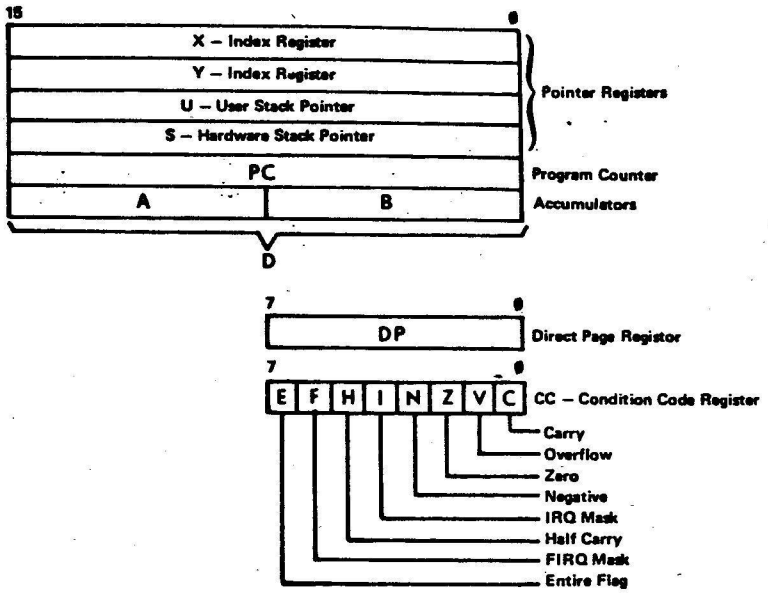

FIGURE 3. PROGRAMMING MODEL OF 6809E CPU
Figure 3 shows the programming model of the 6809E CPU. A and B are the two 8-bit accumulators. They are used for arithmetic operations and data manipulation. Also A and B may be combined to form the 16-bit register D, with A as the most significant byte. The Program Counter (PC) is used primarily for the CPU to keep track of its location in memory. X and Y are both 16-bit index registers. They are used by software to point to certain data or program segments in memory. The Hardware Stack Pointer (S) is used by the processor during subroutine calls and interrupts. Also available in the 6809E is the User Stack (U) which has all of the flexibility of the Hardware Stack, and is controlled exclusively by the programmer. In addition to all of the pointers and registers the 6809E also has a Direct Page Register (DP) and a Condition Code Register (CC). The Direct Page Register contents are used as the upper 8 bits of address when the direct addressing mode is used. This allows the direct mode to be used any place in memory. The Condition Code contains all of the arithmetic flags plus the mask bits for IRQ* and FIRQ*. These arithmetic flags are used to control all of the conditional branches. The mask bits allow the CPU to ignore all but the non-maskable Interrupt.